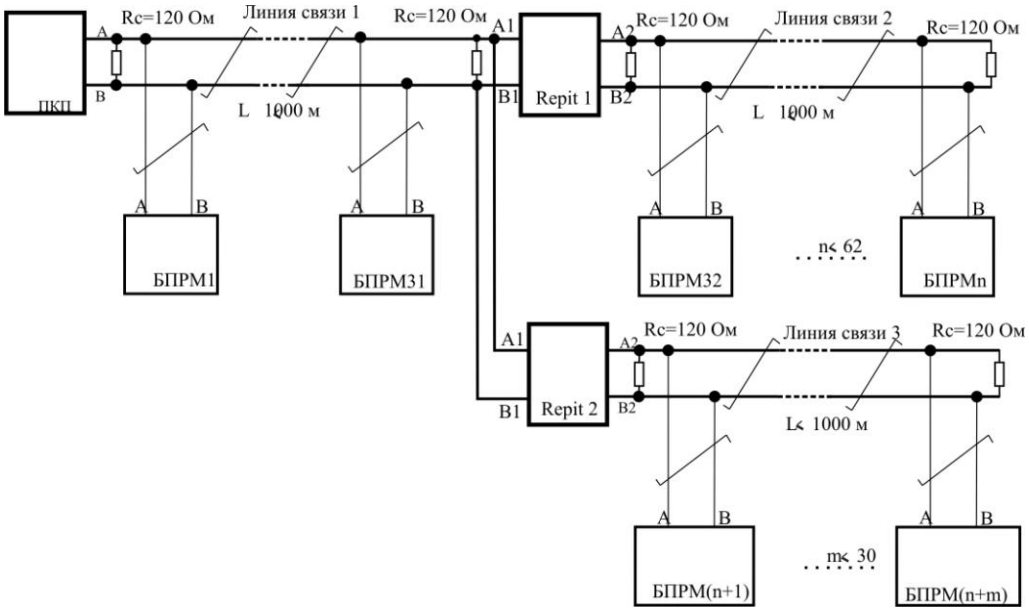

Рис. 4.12
4.3.4 Допускается проводить многократное усиление сигнала, используя несколько репитеров* (см. рис. 4.12), при этом репитеры должны обладать достаточным быстродействием.
4.3.5 Репитеры имеют возможность объединения друг с другом* для получения сети топологии "звезда", при этом необходимо осуществить гальваническую развязку между лучами звезды (рис. 4.12), используя соответствующие репитеры.